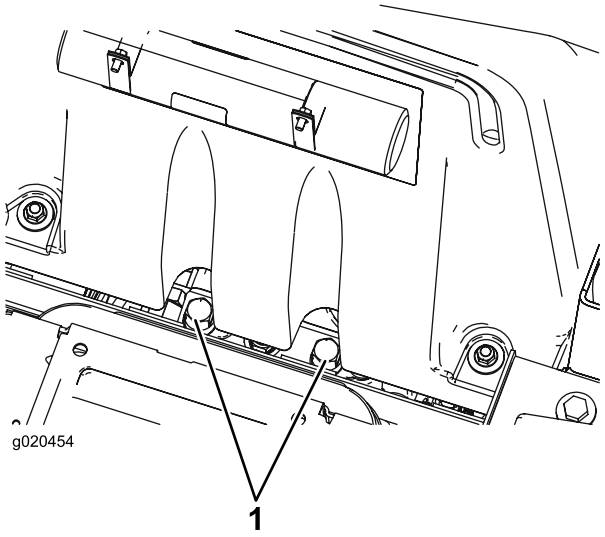

Figuur 33
1. Zet de stoel omhoog. De omloopkleppen bevinden zich onder de voorzijde van de brandstoftank (Figuur 33).